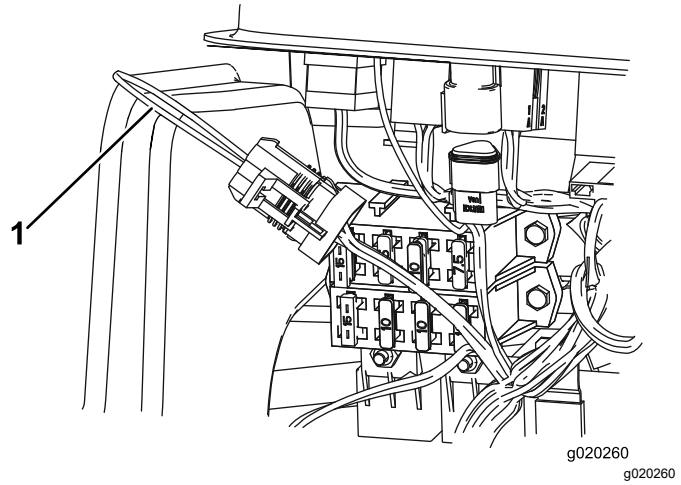

Figuur 38
3. Zoek de kabelboom en de kringloopstekker (Figuur 38).